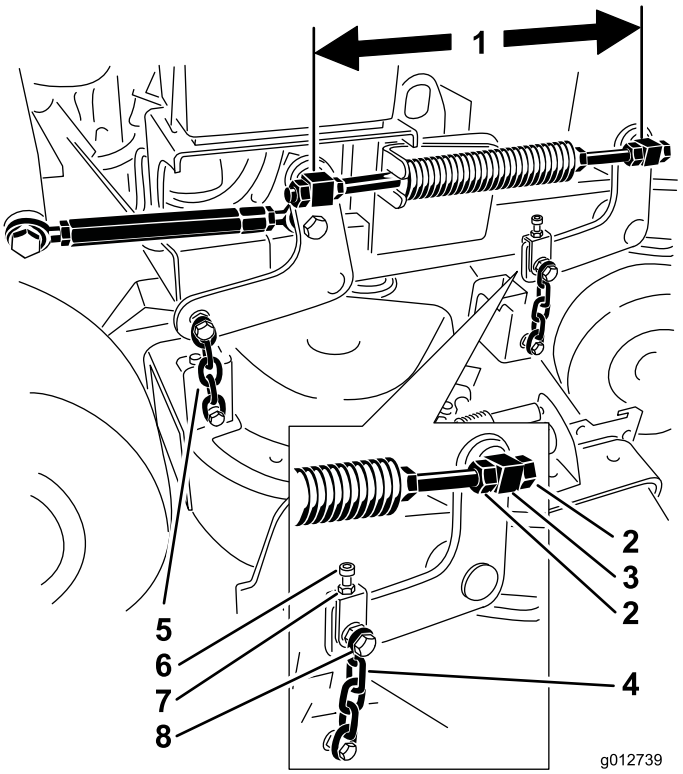

Figure 82
6. Contrôlez la distance entre les centres des pivots (entraxe) sur la tige filetée. Elle doit être de 49,5 cm pour les plateaux de 36 pouces et de 43,7 cm pour les plateaux de 40 pouces (Figure 82).
9. Utilisez les écrous de blocage du pivot avant pour régler la longueur entre les pivots avant et arrière de ce côté (Figure 82).
11. Utilisez le boulon de réglage pour égaliser la tension des deux chaînes avant (Figure 82).
5. Desserrez l'écrou du boulon de chaîne supérieur ainsi que l'écrou de blocage du boulon de réglage (Figure 82).
6. Utilisez le boulon de réglage pour que la lame soit plus basse de 6 à 10 mm à l'avant au point **A** qu'à l'arrière au point **B** (Figure 82).